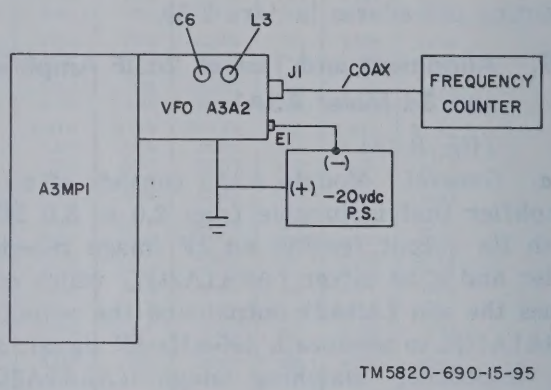

Figure 8-14. Variable frequency oscillator unit A3A2 test setup.
(fig. 8-14)
(1) Connect the test equipment as shown in figure 8-14.
(2) Turn on the —20-volt supply.
(3) With the KC indicator at 10,000, note the oscillator frequency reading on the frequency counter. It should be 2,455.00 kHz. Adjust A3A2L3 to bring the frequency on frequency. (A slight adjustment of A3A2C6 may be necessary.)
(4) Turn the gearbox so that the KC indicator shows 0000. The frequency counter should indicate 3,455.00 kHz. Adjust C6 to bring the frequency on 3,455.00 kHz (a slight adjustment of L3 may be necessary).
(5) Repeat (3) and (4) above until the end points are on the specified frequencies, within ±5 kHz.
(6) Make a test run, checking all the points shown *c* below.